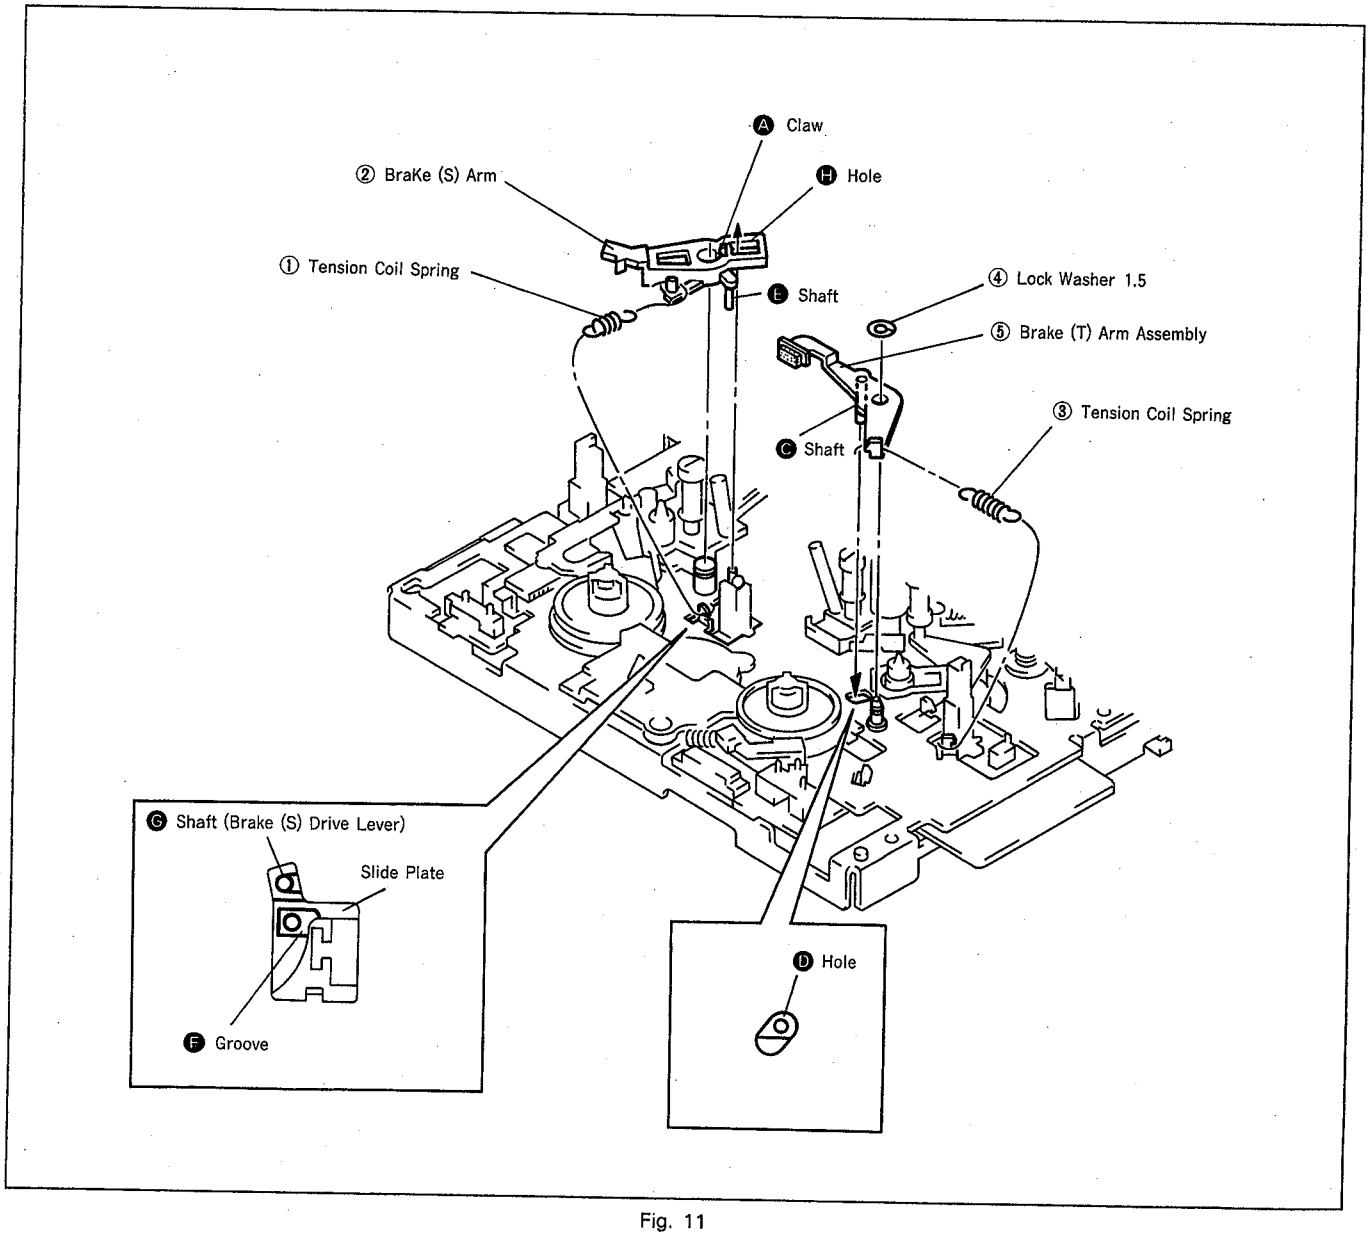

Fig. 11
4-5. BRAKE (S) ARM AND BRAKE (T) ARM ASSEMBLY (Fig. 11)